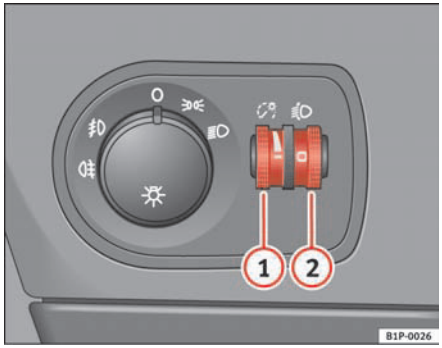

Fig. 76 Detail of the dash panel: Regulation for instrument and switch illumination and headlight range control
When the headlights are switched on, the brightness of the instruments and switch lighting can be regulated to suit your requirements by turning the thumb wheel ⇒ page 111, fig. 76 (1).